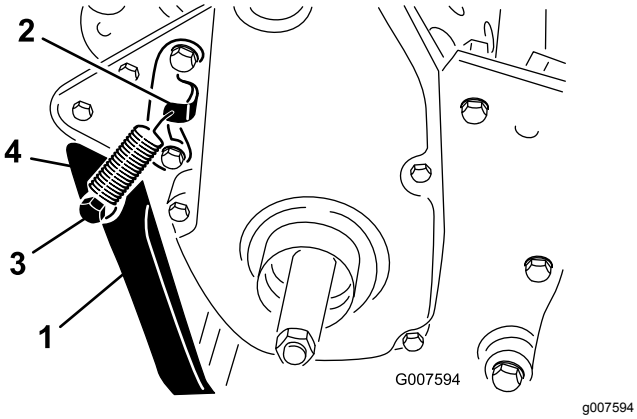

Rysunek 8
wyosiowując równocześnie podpórkę względem otworów montażowych w tylnej części ramy (Rysunek 8).
3. Zamocuj podpórkę do obu stron ramy za pomocą śruby, podkładki zabezpieczającej, elementu dystansowego, podkładki płaskiej, i nakrętki zabezpieczającej (Rysunek 8).